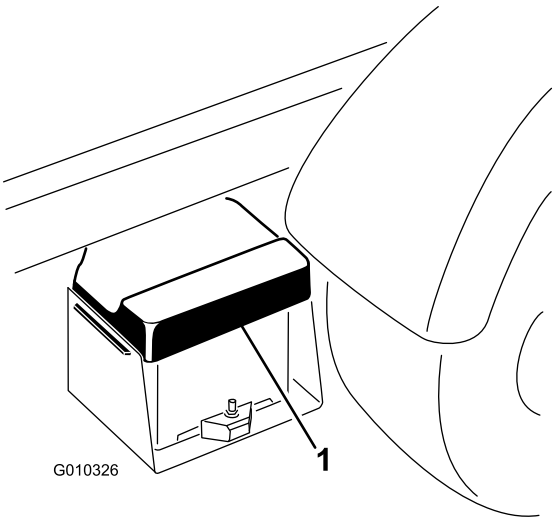

**Figur 49**
1. Kläm ihop batterikåpan för att frigöra flikarna från batterilådan, och ta bort batterikåpan från batterilådan (Figur 49).